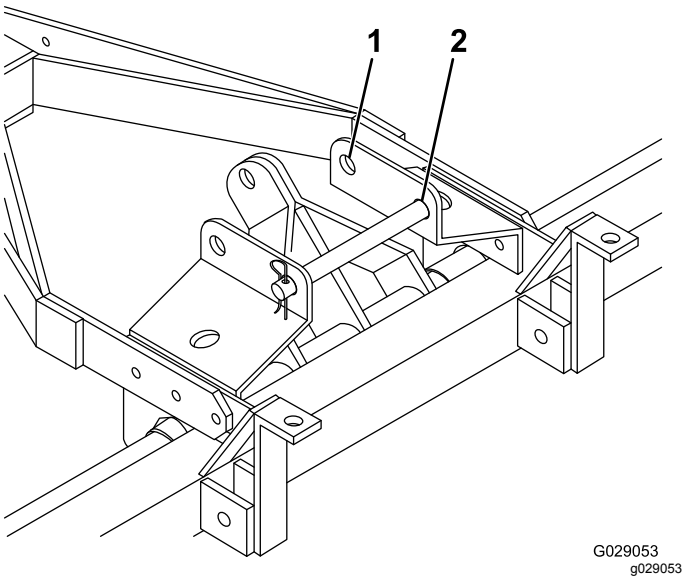

Figuur 10
1. Zet de vergrendelpen in de achterste stand (beluchten) (Figuur 10).
6. Plaats de vergrendelpen in de voorste opening wanneer u model 44856 transporteert (Figuur 10).